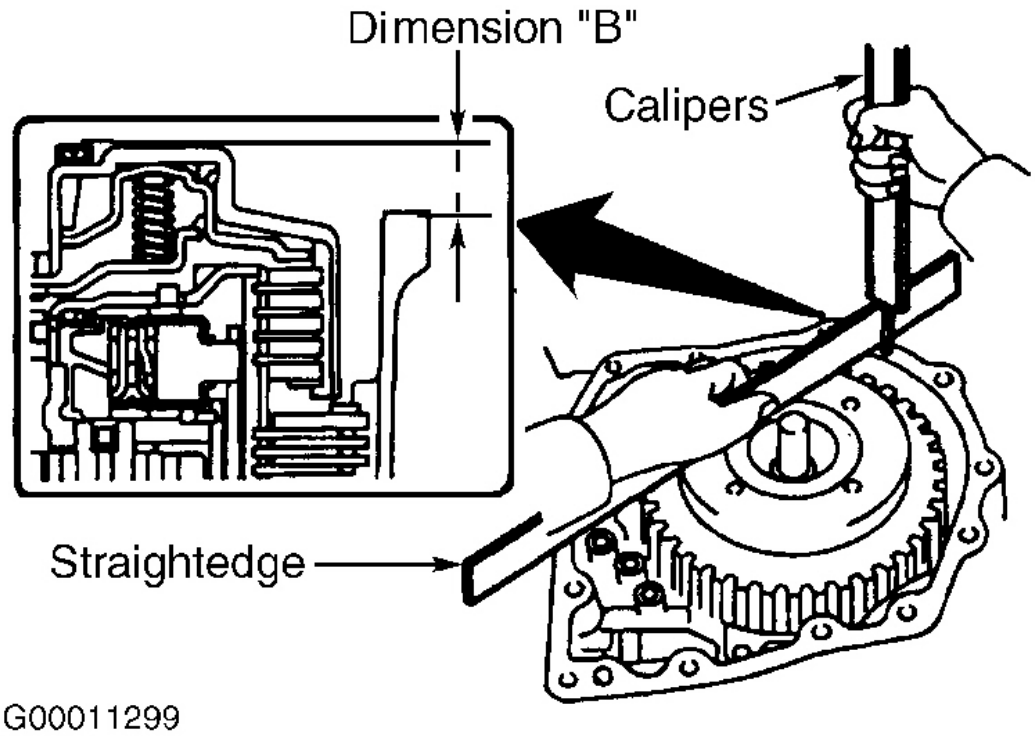

Fig. 69: Measuring Direct Clutch End Play (Dimension "B")
19. Ensure transaxle case and rear cover mating surfaces are clean. Place a straightedge onto direct clutch drum. Using vernier calipers, measure distance between bottom of straightedge and transaxle case (dimension "B"). See **Fig. 69**.